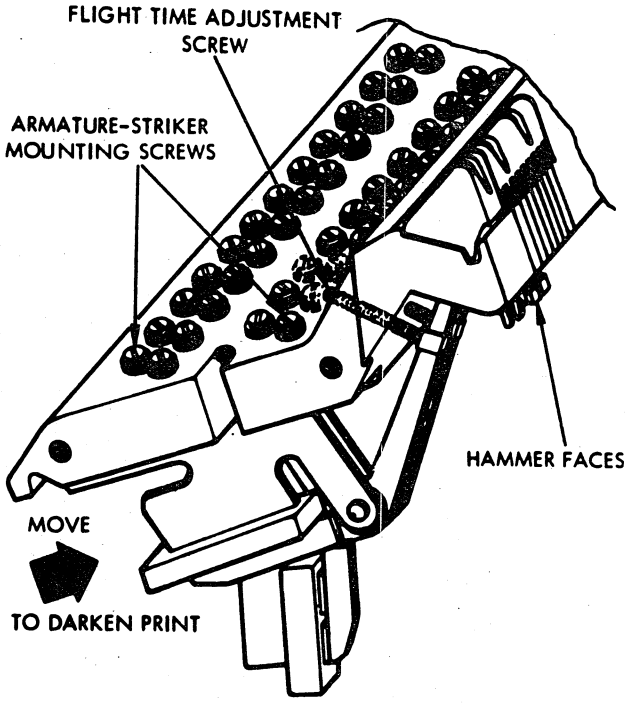

Figure 6F-49. Line Printer Print Quality Adjustment
4. Check the hammer drive fuse blocks (figure 6F-50) for blown fuses. A blown fuse is exhibited by its orange tab being displaced from its block.
To replace thermal switch 4SW1 of the line printer (figure 6F-51), perform the following: